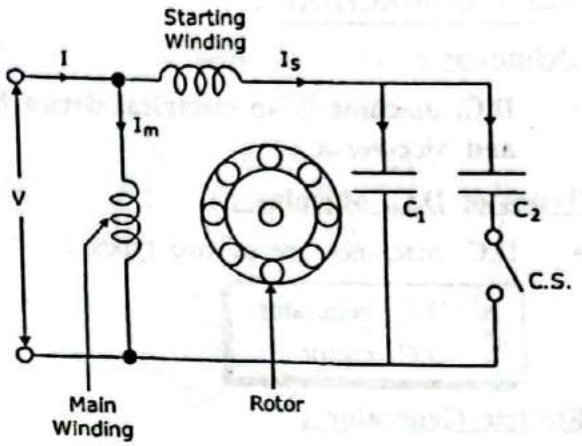

**FIG. 4.29 : CAPACITOR START CAPACITOR RUN INDUCTION MOTOR**
- As shown in Fig. 4.29, the two windings, main winding and starting winding are connected in parallel across the supply voltage V.